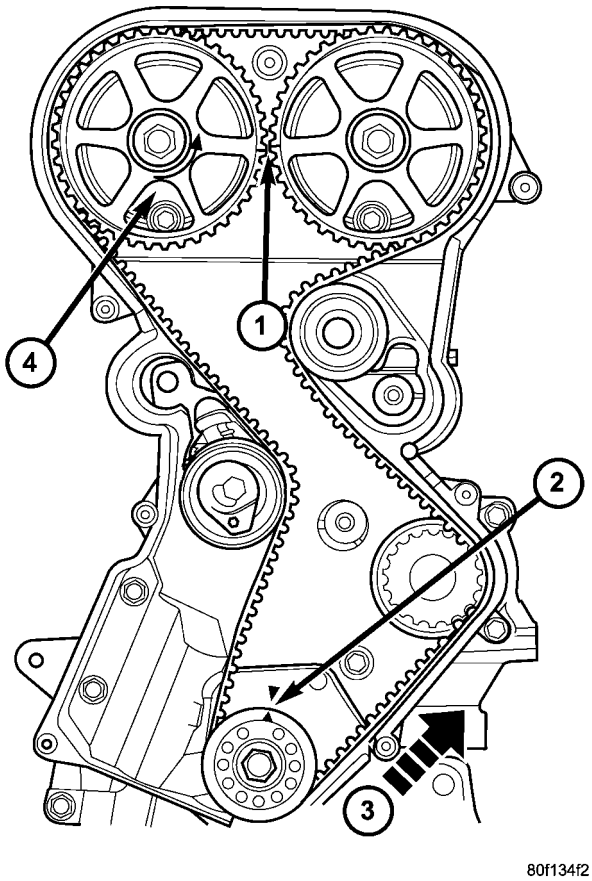

Fig. 126 Timing Belt Installation
(3) Install timing belt. Starting at the crankshaft, go around the water pump sprocket, idler pulley, camshaft sprockets and then around the tensioner (Fig. 126).
(4) Move the exhaust camshaft sprocket counterclockwise (Fig. 126) to align marks and take up belt slack.